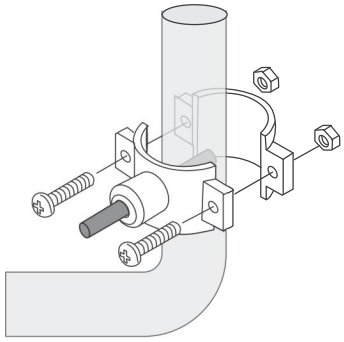
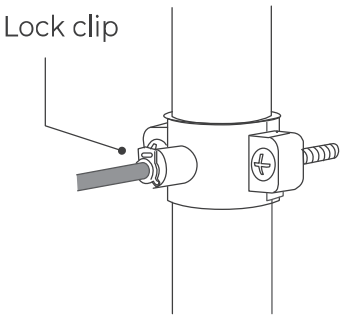

Figure 4
Figure 5
③.Slip the front plate over one end of the tubing (without a mark) and insert the red tube into the drilled hole for about 0.6" **(Figure 4)** .
④. Position the back plate on the drainpipe by tightening the screws and nuts evenly while leaving the tubing in the hole.
⑤. Pop the lock clip onto the fitting to secure the connection **(Figure 5)**.